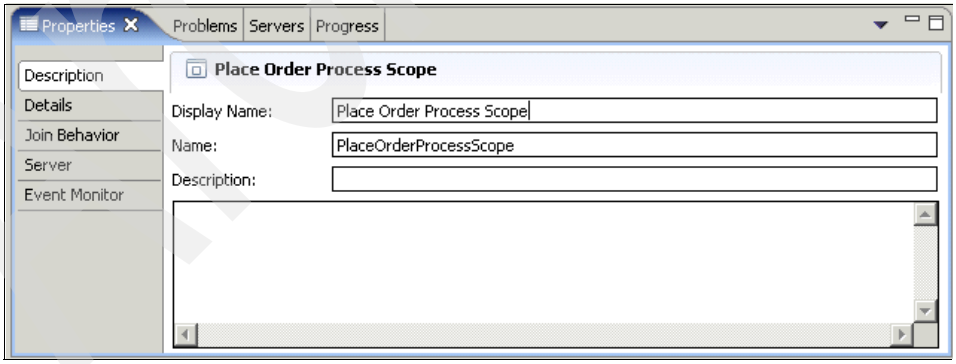

Figure 13-23 The Place Order Process Scope Properties page: Description tab
d. In the Display Name field, type `Place Order Process Scope` (Figure 13-23).